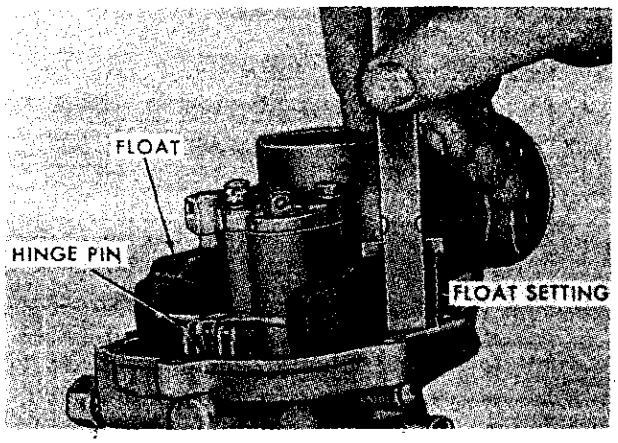

Fig. 104–Measuring float setting on Holley carburetor; bend float tang if necessary to correct float level.
Float level is measured as shown in Fig. 104. For early production units not having float spring (18—Fig. 101), measurement should be 61/64 to 1 1/64 inch. For models having hillside flooding correction kit installed, or on late production units, measurement should be from 27/32 to 29/32-inch. Adjust float level by bending lever that contacts float valve (20).